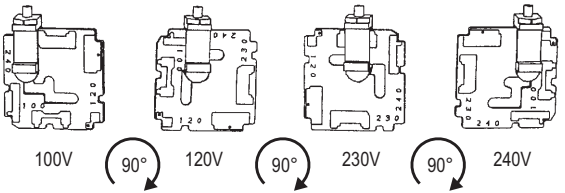

Figura 5. Orientación del selector de tarjeta de voltaje.
- Oriente la tarjeta selectora para que el voltaje deseado en la entrada sea legible en la parte inferior, como se muestra en la Figura 5. Luego mueva el pasador indicador para señalar hacia ARRIBA, opuesto al voltaje indicado. Asiente el ensamble del pasador en la muesca en el borde del tablero.